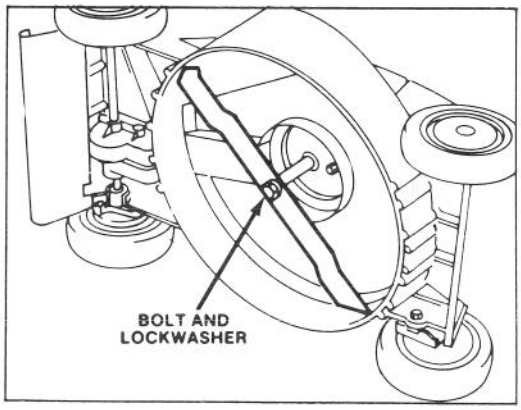

Figure 15
3. Tip mower on its left side (Fig. 15). Avoid rotating blade. Starting problems may result.
5. REMOVING BLADE – Grasp end of blade using a rag or thickly padded glove. Remove blade bolt and blade (Fig. 15).